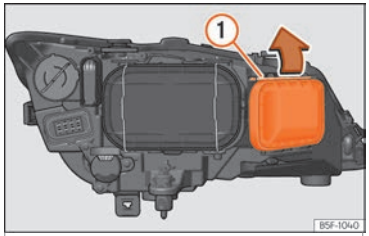

Fig. 109 Turn signal bulb.
– Move the loop ››› Fig. 109 (1) in the direction of the arrow and remove the cover.